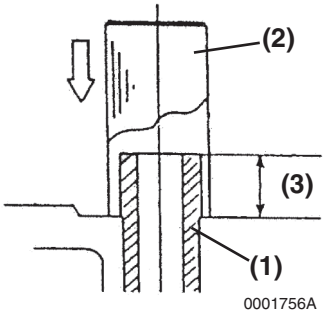

Figure 6-25
3. Finish installing the valve guides **(Figure 6-25, (1))** to the proper height **(Figure 6-25, (3))** using the valve guide installation tool **(Figure 6-25, (2))**. *See valve guide projection specification on page 6-6.*